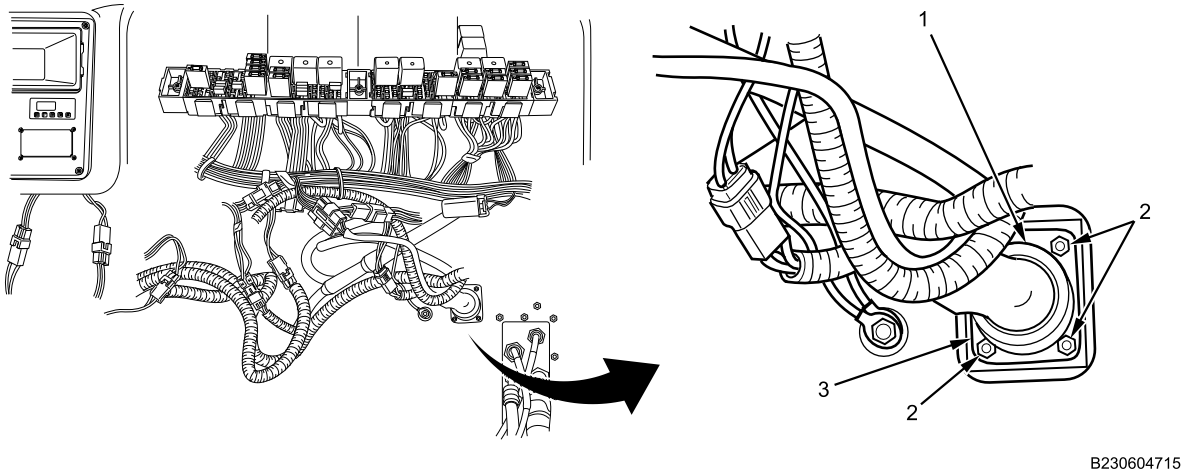

Figure 2. Interior Side of Pass-Through Plate.
2. With assistance, remove four nuts (Figure 2, Item 2), (one hidden), and PDM feed wiring harness connector (Figure 2, Item 1) from interior pass-through plate (Figure 2, Item 3).